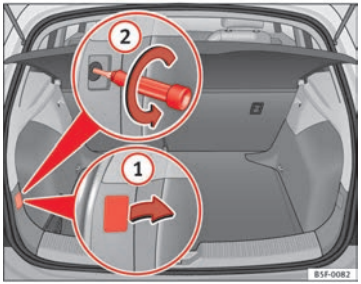

Fig. 192 Luggage compartment: Location of the bolt securing the tail light unit
– Remove the cover by prying the flat side of a screwdriver into the recess and remove the cover from the opening ⇒ Fig. 192 (1).
– Carefully loosen the screw located behind the cover with a screwdriver, turning it anti-clockwise (arrows) ⇒ Fig. 192 (2).